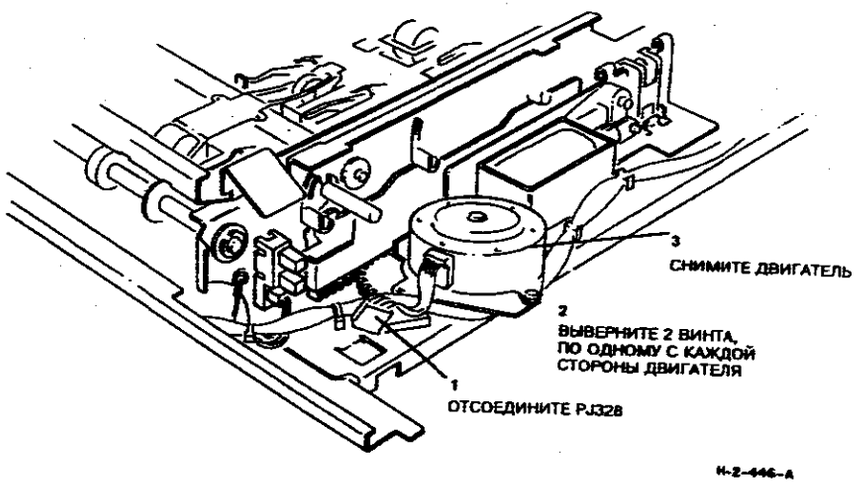

**Рисунок 1. Снятие двигателя входного затвора**
4. (Рисунок 1) Снимите двигатель входного затвора.